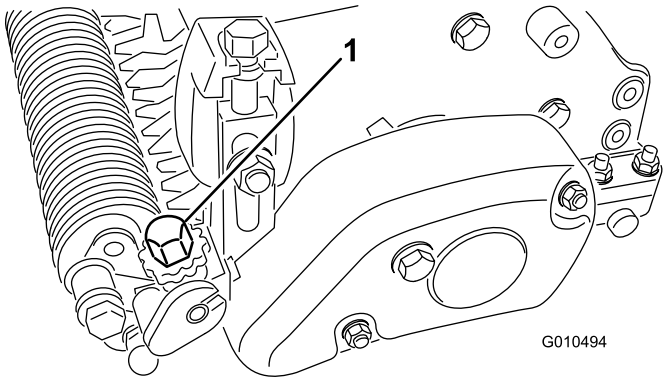

Figur 25
6. Drej trimmerens højdejusteringsknap for at hæve eller sænke knivens spids til den ønskede trimmerhøjde (Figur 25).